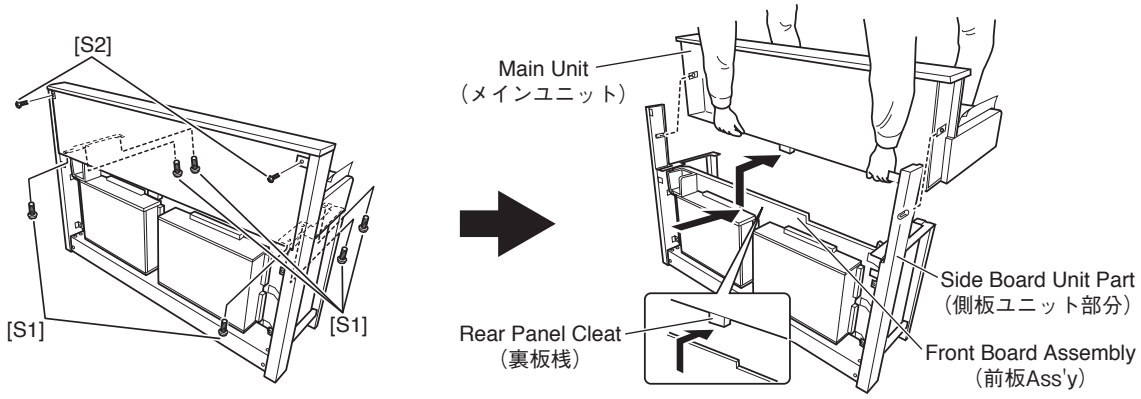

Fig.17（図 17）
16-4 Remove the six (6) screws marked [S1] and the two (2) screws marked [S2]. (Fig.17)
16-6 Slide the main unit forward to remove it from the stand part, and place the main unit carefully on the two bolsters to protect the jack unit at the bottom of the main unit. (Fig.17)
* ***When removing the main unit from the stand part, be careful not to bump the front board against the rear panel cleat, which is located at the bottom center of the main unit. (Fig.17) Also, be careful of it when assembling the main unit to the stand part.***
16-4 [S1] のネジ 6 本と [S2] のネジ 2 本を外します。(図 17)
16-6 メインユニットを手前にスライドさせ側板ユニット部分から外し、メインユニットを、底面のジャックユニットを浮かせ保護する為、2 個の枕木の上に置きます。(図 17)
※ **メインユニットを側板ユニット部分から外す時、メインユニット下中央部の凸部分（裏板桟）が前板 Ass'y に当たらない様に注意して下さい。(図 17)**